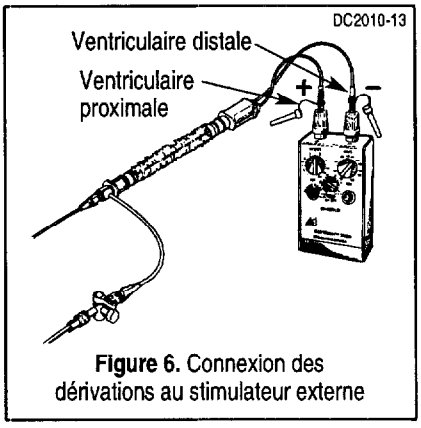

Figure 6. Connexion des dérivations au stimulateur externe
7. Connecter les électrodes distale et proximale respectivement aux terminaux de stimulation négatif et positif (Figure 6) et déterminer le seuil de stimulation. Un seuil de 1,0 à 2,0 mA indique généralement une position correcte de l'électrode. Un seuil initial supérieur à 5 mA indique une mauvaise position de la sonde, laquelle se trouve probablement dans la voie d'éjection du VD. Tirer la sonde de plusieurs centimètres et la repositionner dans l'apex du VD. Les meilleurs seuils de stimulation sont obtenus lorsque la sonde dépasse environ de 5 cm de l'orifice du VD. En général, une stimulation stable ne peut pas être obtenue lorsque la sonde dépasse de moins de 3 cm.